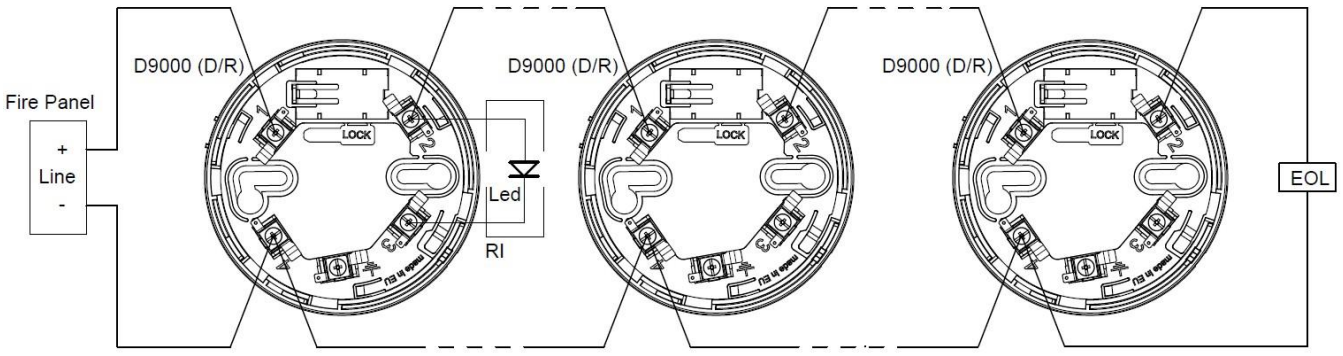

Abb.1
- Schließen Sie die elektrischen Kabel gemäß dem beigefügten Schema an (Abbildung 1) ;);